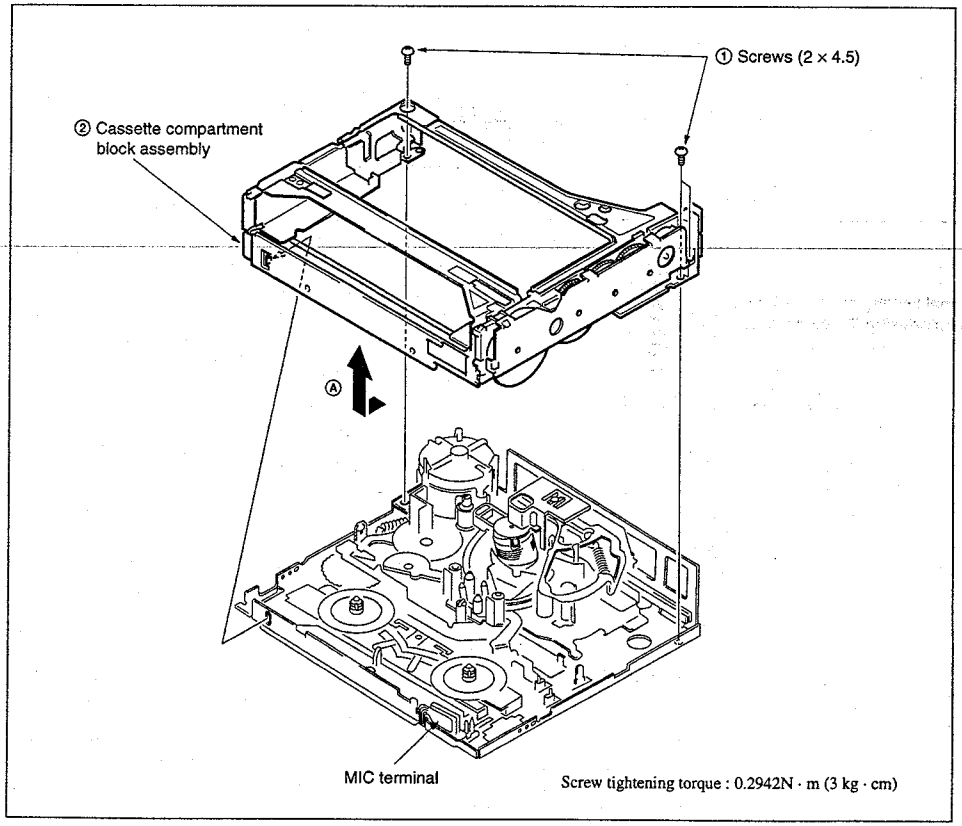

Fig. 6-2-1
1. Removal (Refer to Fig. 6-2-1)